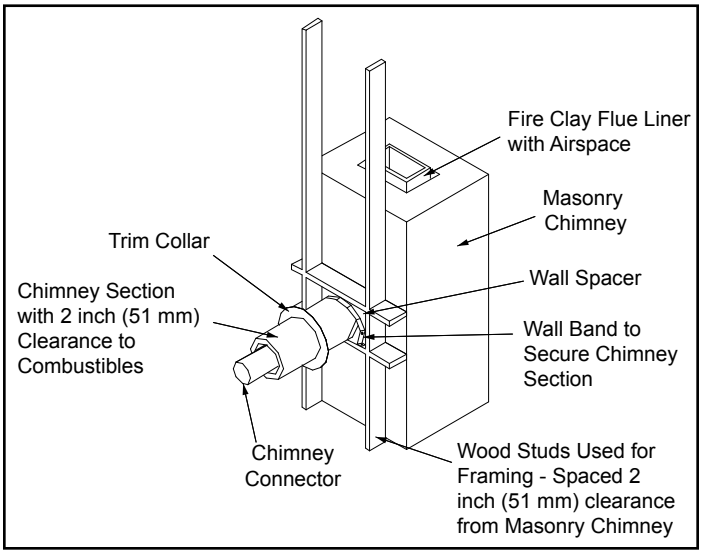

Figure 4.4
3. Construct a 17” x 17” (432 mm x 432 mm) outside dimension frame from 2 x 2 framing lumber to fit into wall opening. Inside opening of frame should be no less than 14” x 14” (356 mm x 356 mm), Figure 4.4.